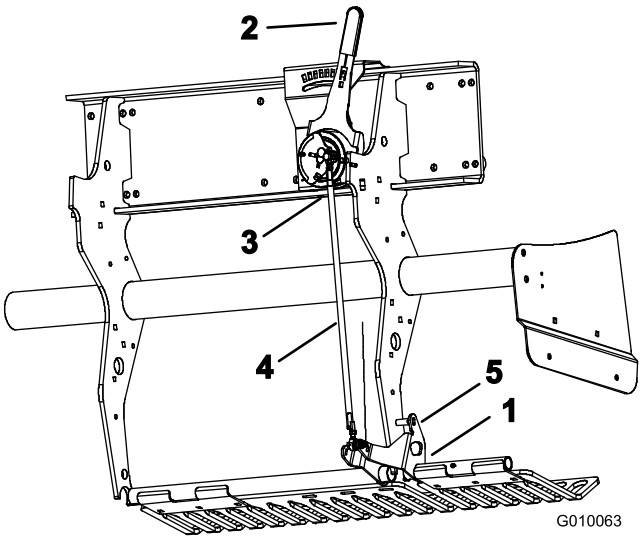

Figur 59
1. Drei festebraketten til venstre verneplaten (Figur 59) opp til en låsestift (5/16 borestang eller hodeskrue) kan føres inn mellom braketten og dybdeinnstillingsrøret som er sveiset på rammen.
2. Flytt pipedybdespaken (Figur 59) til H-innstillingen (dypest).
3. Koble utenbords kulebryteren (Figur 59) fra ledningsfastspenneren (hode lavt-bryteren).
4. Løsne låsemutterne (venstre og høyre) på dybdejusteringens parallellstag (Figur 59).